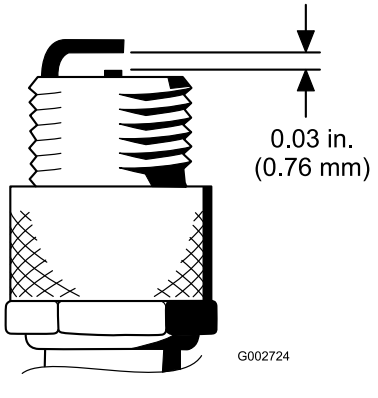

Figur 49
4. Kontrollera att mellanrummet mellan mitt- och sidoelektroderna är 0,76 mm (Figur 49).